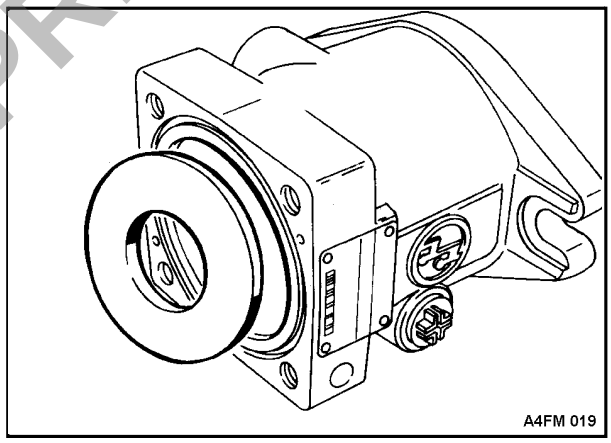

Bild 12
18. Gleitplatte aus dem Gehäuse nehmen (Bild 12).